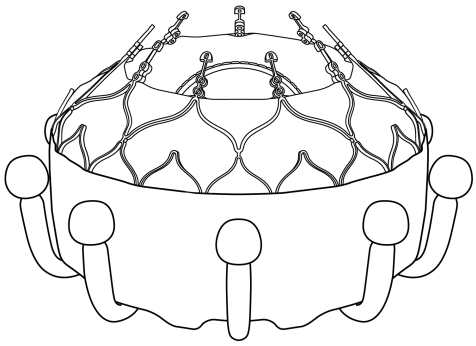

Figure 1: Edwards EVOQUE Valve
■ Figure 1 : Valve Edwards EVOQUE
■ Abbildung 1: Edwards EVOQUE Klappe
■ Afbeelding 1: Edwards EVOQUE Klep
■ Rysunek 1: Zastawka Edwards EVOQUE
■ Рис. 1. Клапан Edwards EVOQUE